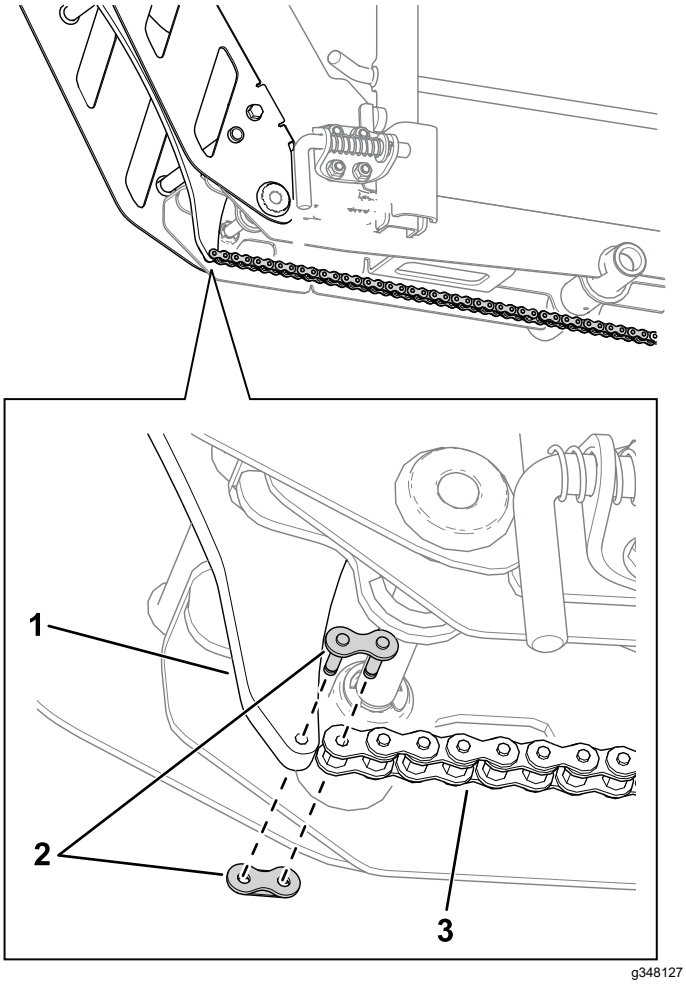

**Figuur 17**
11. Verbind de kettingen via een sluitschakel met de oprijplaten (Figuur 17).